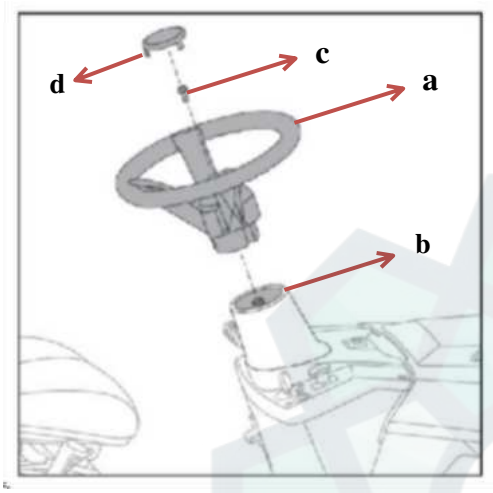

Рис.3
2. Совместите рулевое колесо (a) с рулевым валом (b), сдвиньте рулевое колесо вниз по валу до упора и закрепите его шестигранным болтом с фланцем (c, M8*25) из комплекта поставки (Рис. 3).